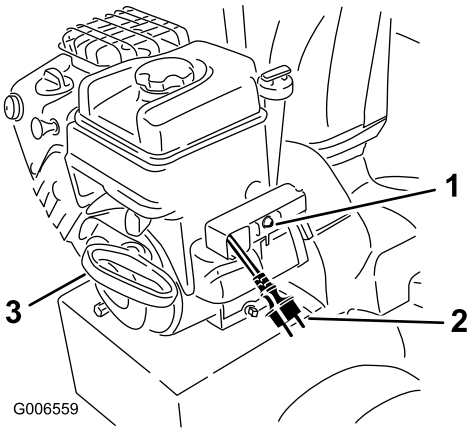

Figur 24
7. Start snøfreseren ved å dra i tilbakespolingsstarteren, eller trykke ned den elektriske startknappen (Figur 24).